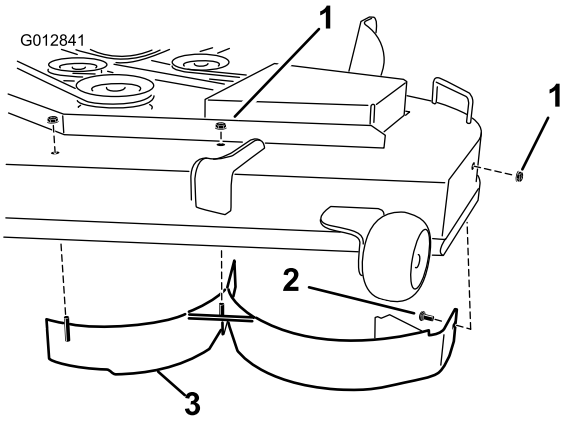

Figure 4
12. Posez le déflecteur gauche sur le plateau de coupe, comme illustré à la Figure 4. Utilisez deux contre-écrous (5/16 pouce) pour fixer les montants soudés du déflecteur gauche sur le dessus du plateau de coupe, au centre et à gauche. Serrez les fixations à la main.